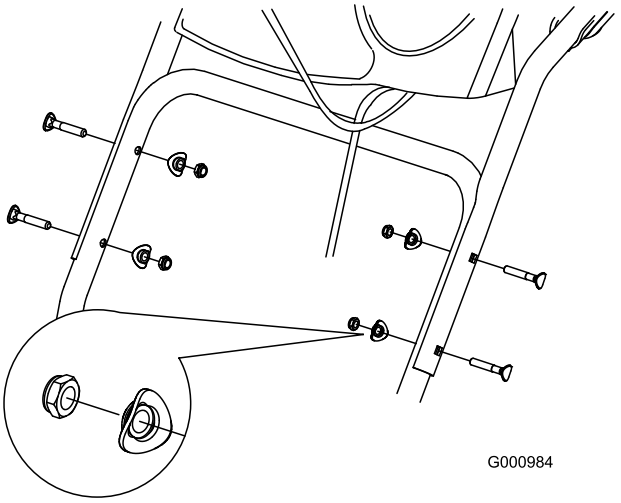

Figur 3
1. Løft og drej det øverste håndtag, og anbring det over det nederste håndtag (Figur 3).
2. Monter 2 håndtagsbolte, 2 buede skiver og 2 låsemøtrikker i de nederste håndtagshuller (Figur 3).